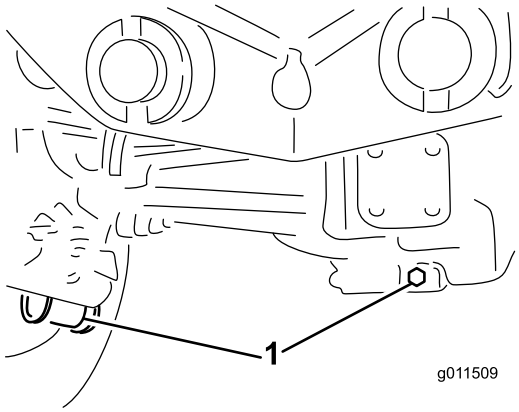

Рисунок 63
2. Очистите область вокруг трех пробок сливных отверстий, по одной на каждом конце и одной в центре (Рисунок 63).